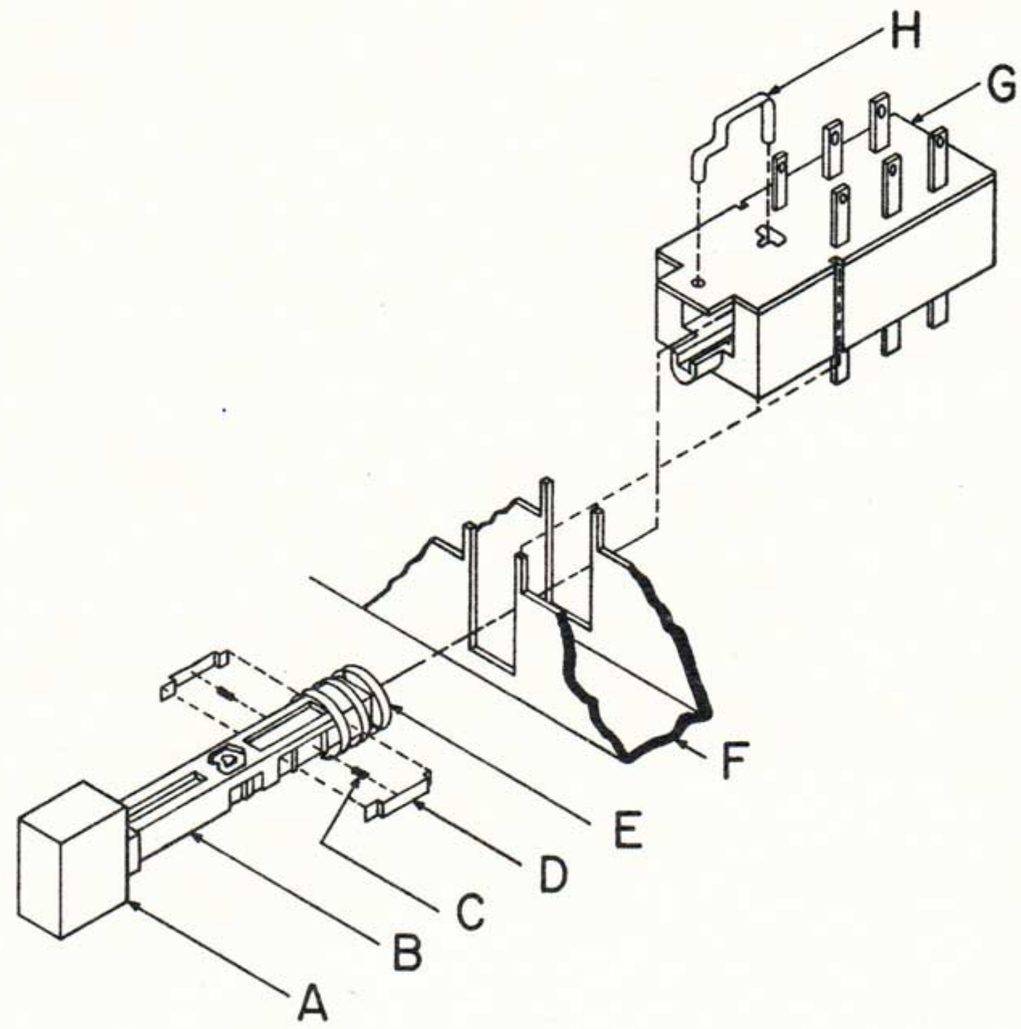

Figure 9 PUSH-BUTTON SWITCH DETAIL
5. Locate the malfunction and repair the defective part by reference to the push-button detail for disassembly and reassembly of the various sections. [See Figure 9].